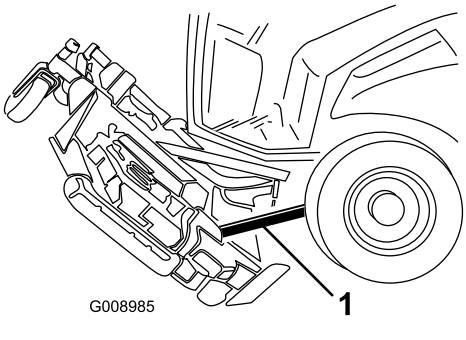

Figuur 137
6. Klem een houten blok tussen de achterzijde van het maaidek en de machine (Figuur 137).